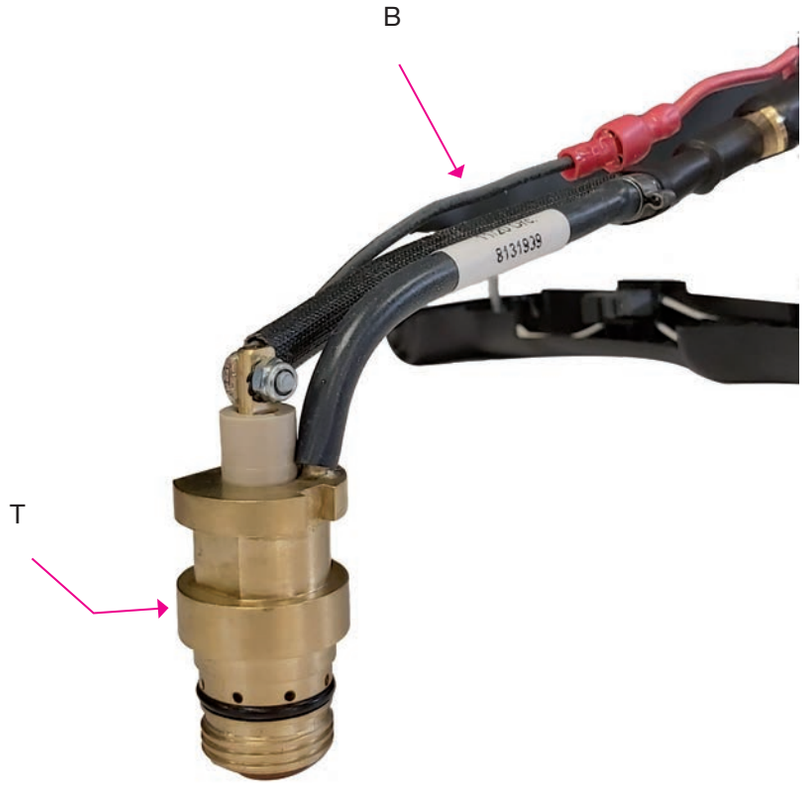

Fig.6
- Visser les raccords **D** et **E** en suivant la direction de la flèche - Fig. 6.